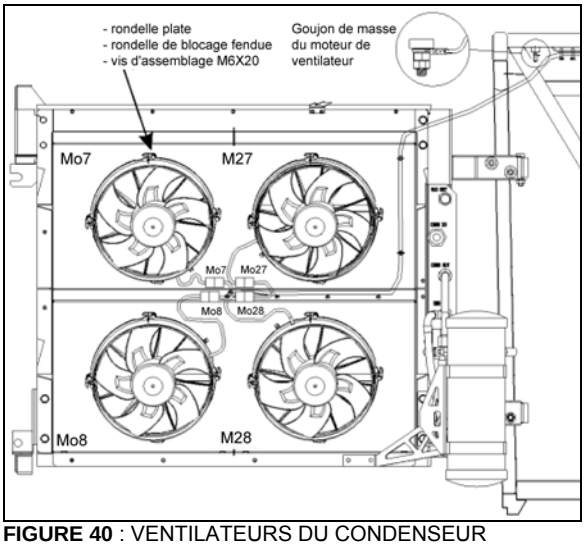

FIGURE 40 : VENTILATEURS DU CONDENSEUR
2. Débrancher le connecteur de faisceaux du ventilateur (Figure 40)